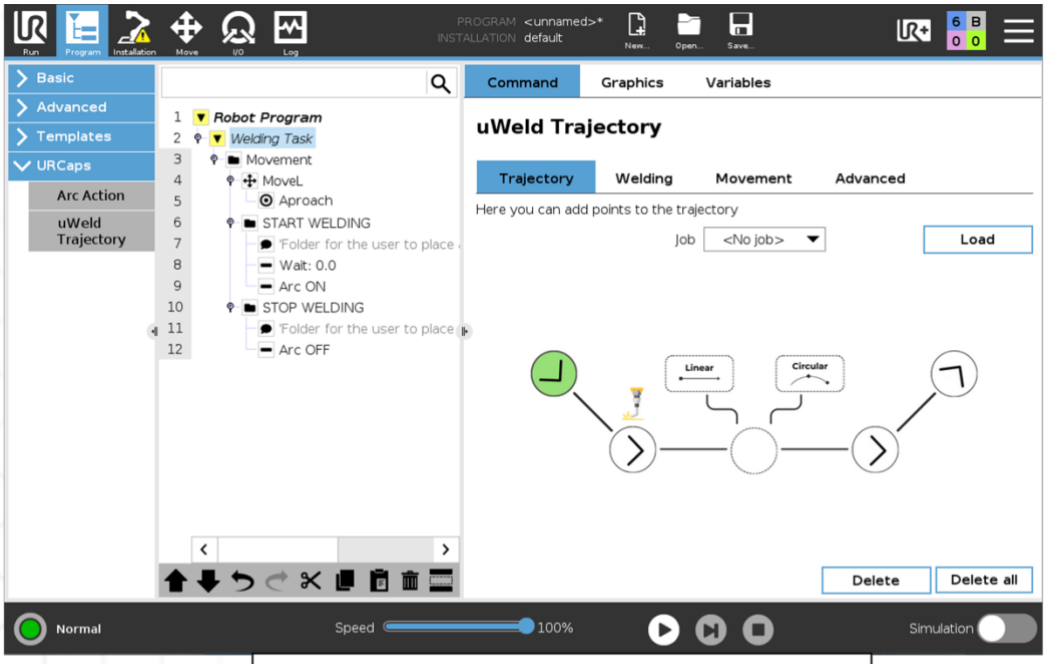

Fig. 30 UWeld trajectory node after Stage 1
I. Keep Polyscope on the screen shown in Figure 30.